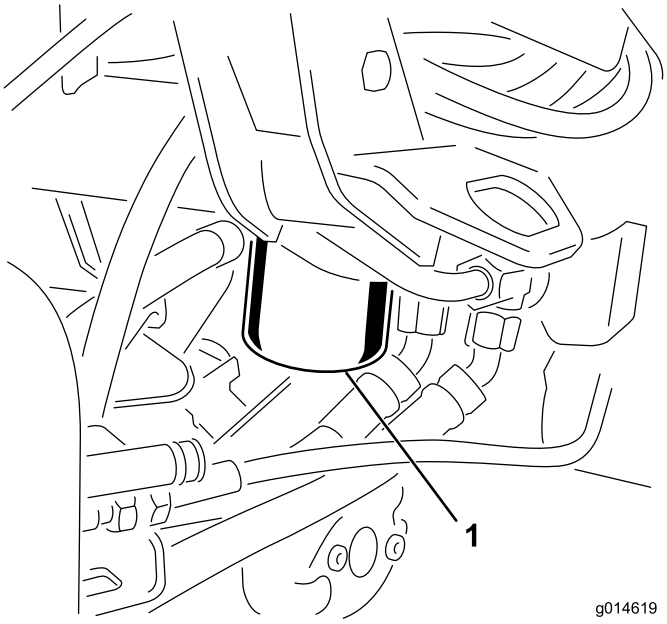

Figuur 49
1. Reinig de omgeving van de plaats waar het filter wordt gemonteerd (Figuur 49). Plaats een opvangbak onder het filter en verwijder het filter.